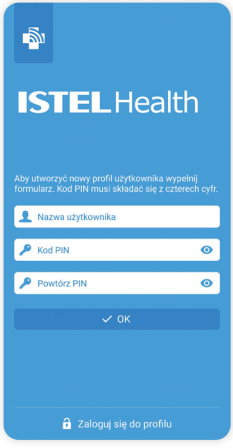

Rys. 35
2. Po zainstalowaniu i uruchomieniu aplikacji ISTEL Health należy utworzyć nowy profil wpisując nazwę użytkowania oraz nadając swój PIN (Rys. 35). Zatwierdzić przyciskiem OK.